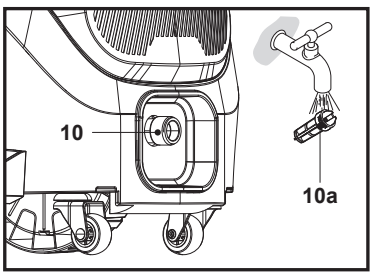

Fig. 24
2. Scoate sita (10a) din racordul de admisie a apei (10) și clătește-o sub apă de la robinet pentru a îndepărta eventualele obiecte străine (fig. 24). Apoi montează la loc sita (10a).